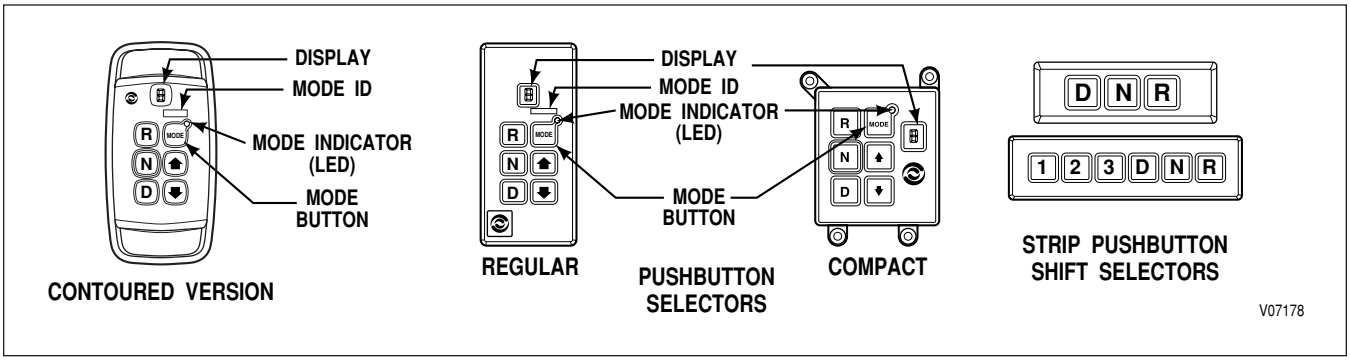

Figure 1–4. Pushbutton Shift Selectors
The strip pushbutton shift selector has either three or six range selection positions as shown in Figure 1–4. When a strip pushbutton shift selector is used, diagnostic information must be obtained by using the Allison DOC™ For PC–Service Tool, or a customer-furnished remote display.
B. Lever Shift Selector *(Figure 1–5)*